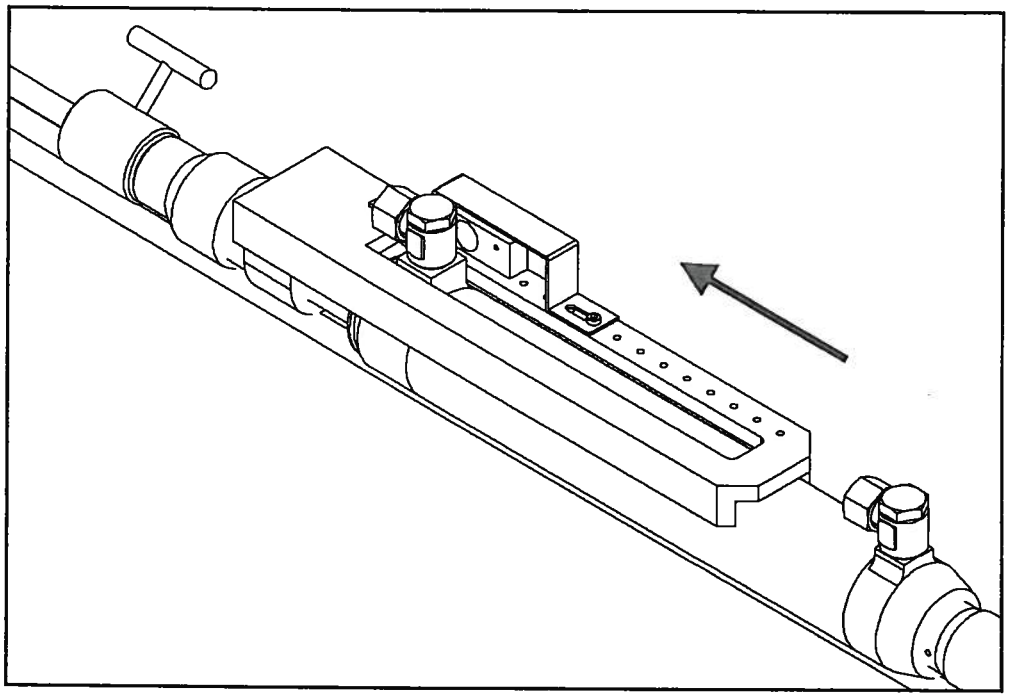

FIGURE 16. Proximity Switch X13 with Housing.
8.11 Carefully slide the proximity switch in the direction of the arrow shown in Figure 16.